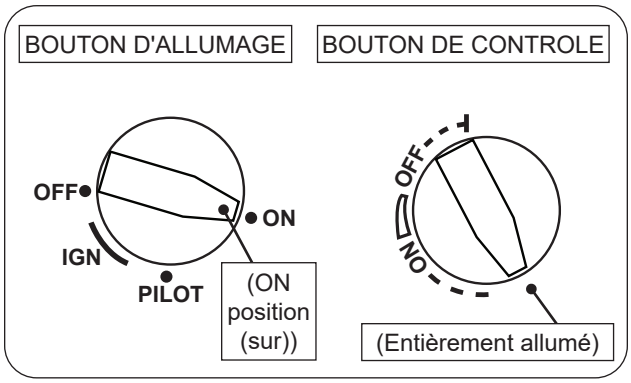

Fig. 51-1 Éclairage manuel
1. Assurez-vous que la veilleuse brûle. Tournez le bouton d'allumage dans le sens antihoraire ↶ sur **ON** (sur) (voir Fig. 51-1).
2. Tournez le bouton de commande dans le sens antihoraire ↶ jusqu'à la position complètement **ON** (sur) pour allumer le brûleur (voir Fig. 51-1).